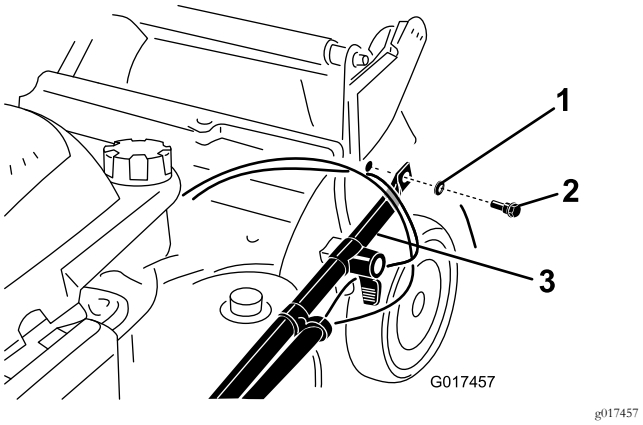

Figure 4
2. Fixez les extrémités du guidon au carter de la machine avec 2 rondelles et 2 boulons (Figure 4), **mais ne serrez pas les boulons.**
Important: **Acheminez les câbles à l'*extérieur* du guidon (Figure 4).**